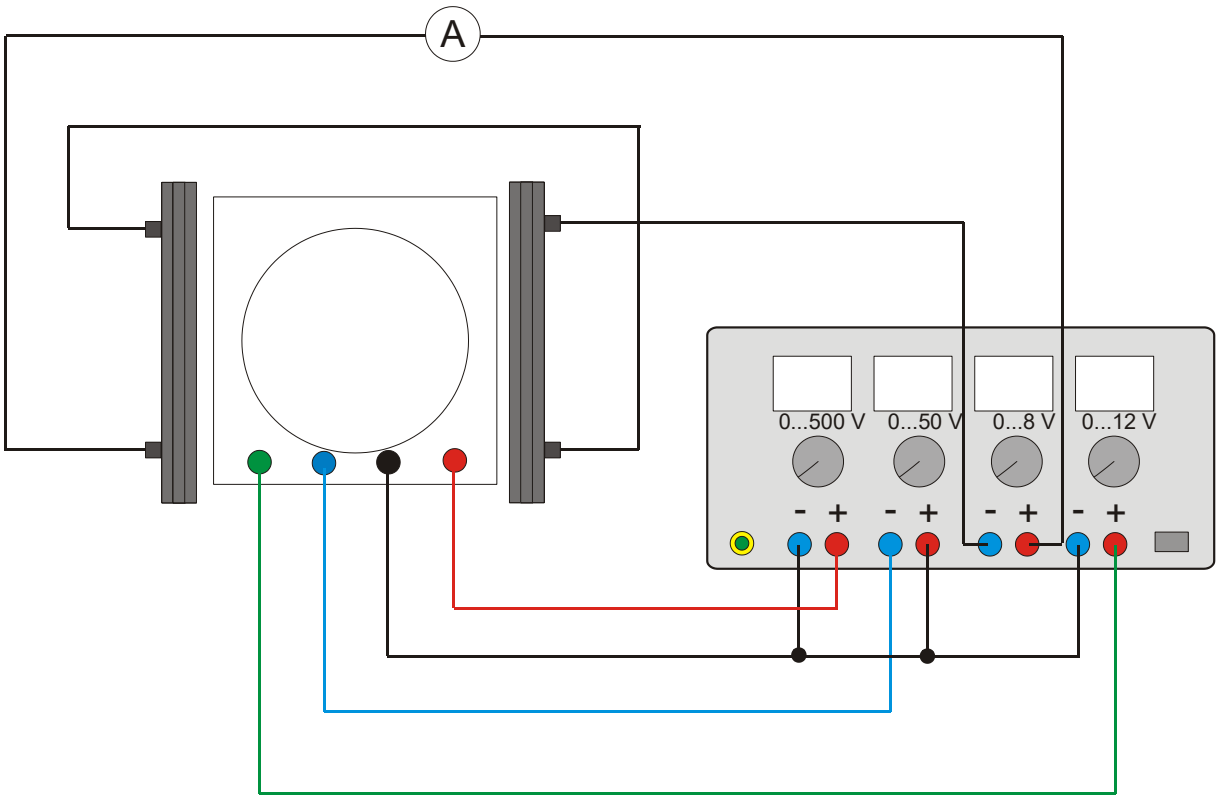

Fig. 4 Anschluss der Fadenstrahlröhre an das DC-Netzgerät 500 V
- Beschaltung gemäß Fig. 4 durchführen.